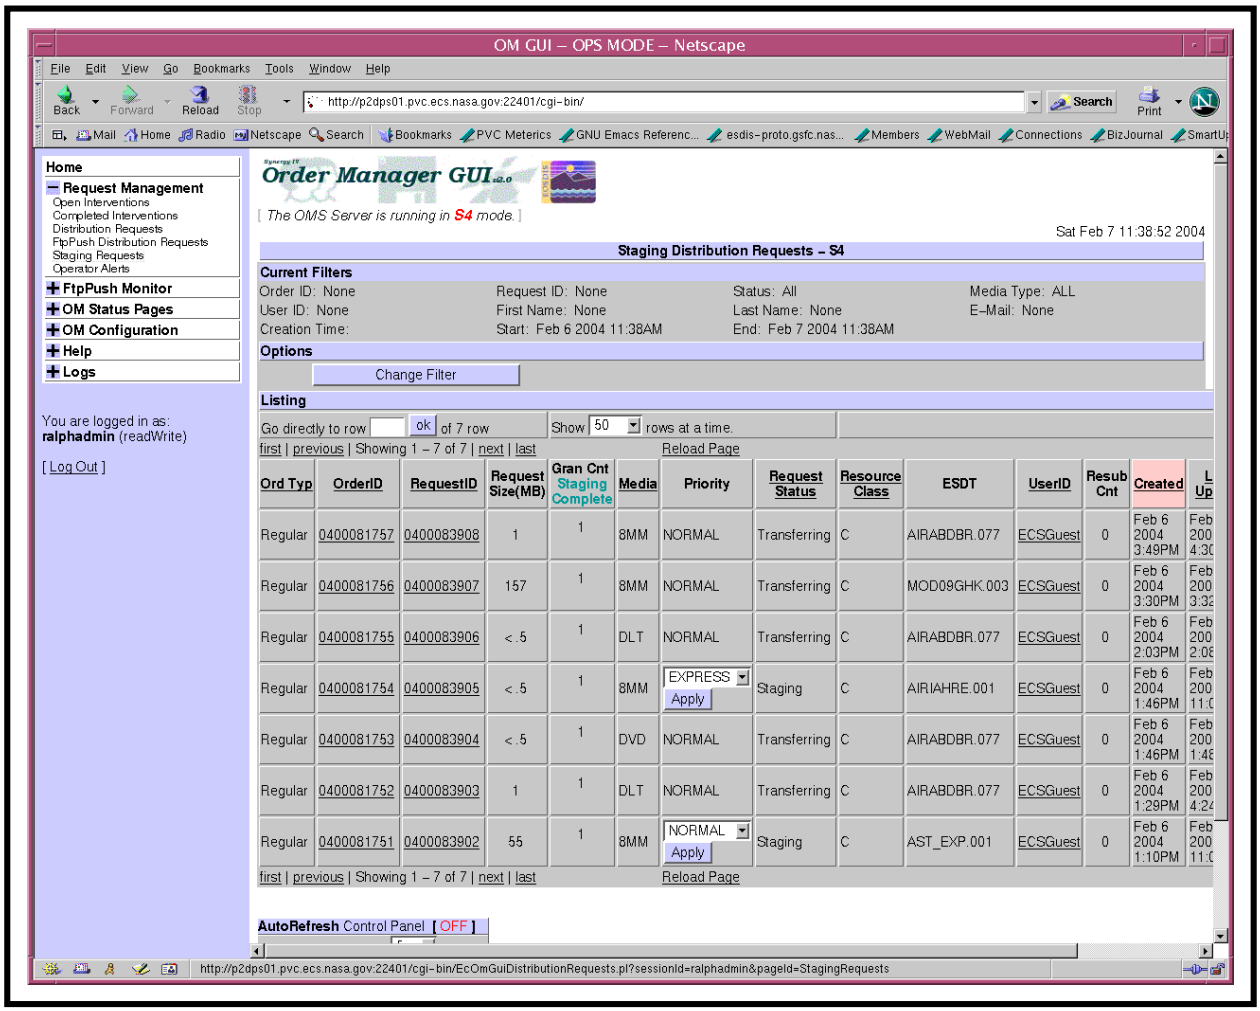

Figure 32. Staging Distribution Requests Page
- **Staging Distribution Requests** page (Figure 32).